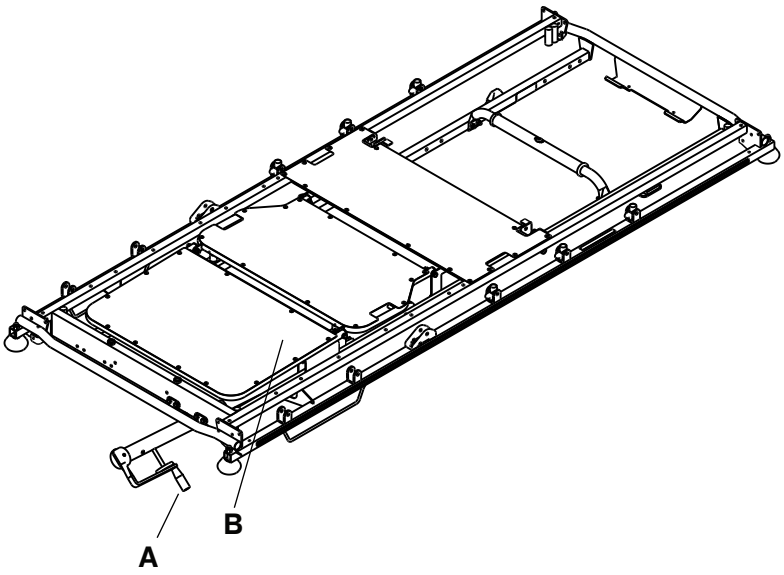

Figura 6 – Elevación de las rodillas y manivela
Para subir la elevación de las rodillas (B), gire la manivela (A) en sentido horario (Figura 6).